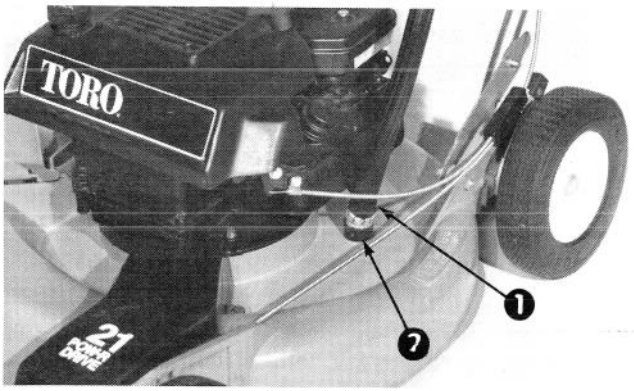

Afbeelding 14
3. Start de motor. Steek het uiteinde van een tuinslang, zonder tuit, in het spoelgat (afb. 14). Gebruik middelmatige waterdruk, laat het water en de motor ongeveer 2 minuten lopen.